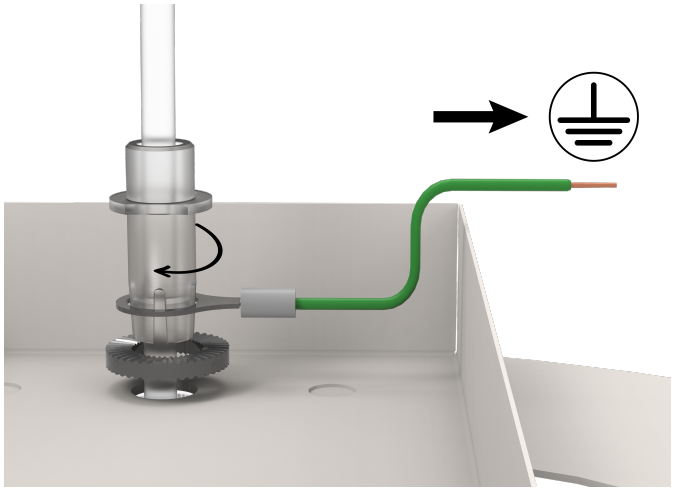
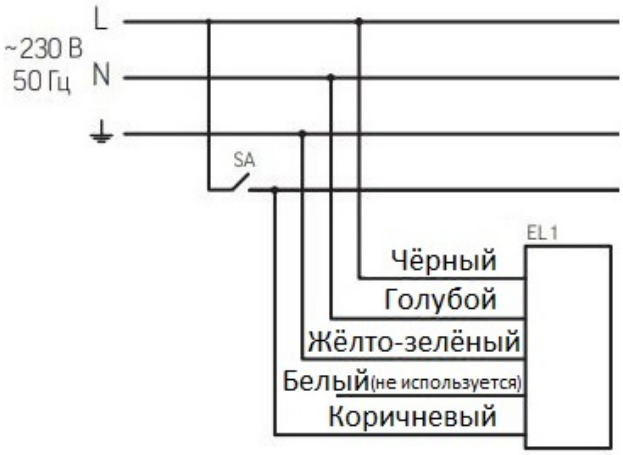

Рис.1
Рис.2
5. Подвести выведенный провод от светильника к источнику питания (Рис. 2) и подключить белый провод в клемму "+", серый провод в клемму "-". Провод заземления от короба необходимо установить между контргайкой и зажимом декоративного провода, а затем подключить в колодку заземления (Рис. 1);